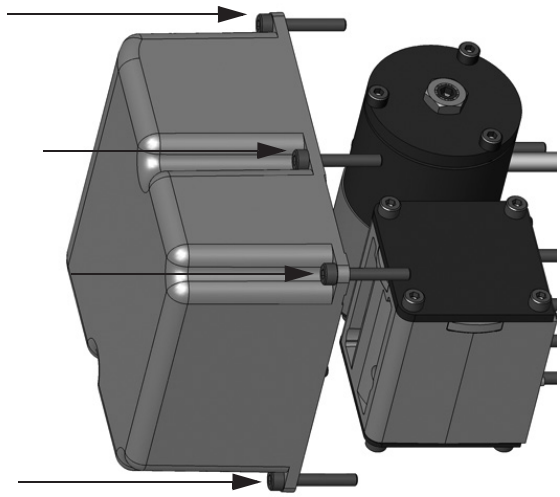

Figura 59 - Parafusos da tampa pneumática: AP (quatro mostrados)
1. Usando uma chave sextavada de 3 mm, remova os quatro parafusos ao redor do perímetro da tampa (Figura 58 ou *Figura 59*).